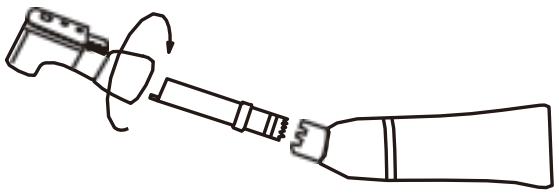

Afb. 14.1
① Maak het vergrendelingsgedeelte los en verwijder de kop uit de huls. Trek de
② aandrijftandwielassemblage uit de kop. [Afb. 14.1]